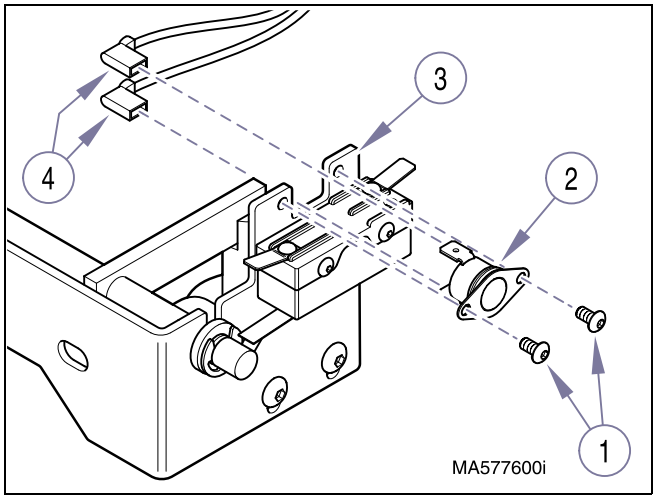

Figure 4-23. Fan Thermostat
(1) Unplug power cord from outlet receptacle.
(2) Remove R.H. side panel (Refer to para 4.2).
(3) If necessary, remove top cover (Refer to para 4.3).
(4) Remove two screws (1, Figure 4-23), and fan thermostat (2) from open door bracket (3).
(1) Connect two wires (4, Figure 4-23) to terminals of fan thermostat (2).
(2) Install fan thermostat (2) on open door bracket (3) and secure with two screws (1).
(3) If removed, install top cover (Refer to para 4.3).
(4) Install R.H. side panel (Refer to para 4.2).
(5) Plug power cord into outlet receptacle.